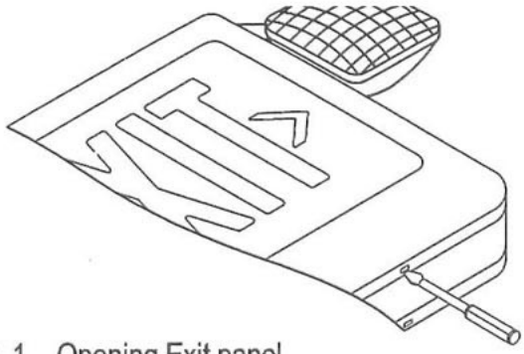

Fig. 1 Opening Exit panel
1. Remove EXIT panel (2) with screwdriver. (See Fig. 1)
2. Remove 3/8" hole plug from the center of back plate (11). Drill Φ1/4" holes into the oblong knock outs on the back plate that correspond to the junction box holes to be used.
1. Remove EXIT panel with screwdriver. (See Fig.1)
2. Attach crossbar(8) to the junction box using junction box screws.